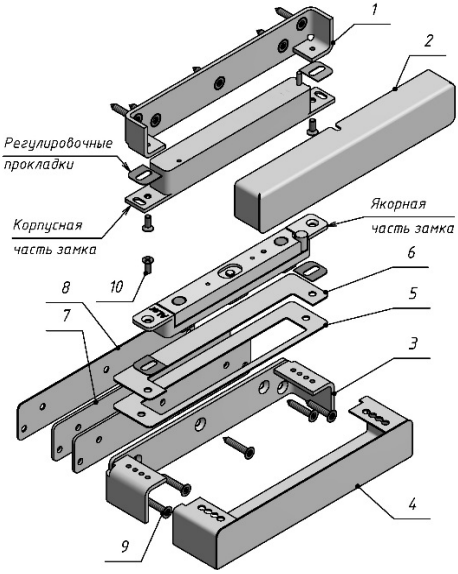

Рисунок 1
1.1 В основной комплект поставки входят (рисунок 1):
- кронштейн (1) - 1 шт.
- кожух корпусной части (2) - 1 шт.
- кронштейн якорной части (3) - 1 шт.
- кожух якорной части (4) - 1 шт.
- пластина (5) - 1 шт.
- пластина (6) - 1 шт.
- пластина 2мм (7) - 2 шт.
- пластина 1мм (8) - 1 шт.
- саморез 4,2х25 (9) - 10 шт.
- винт М4х10 (потайн.) (10) - 4 шт.